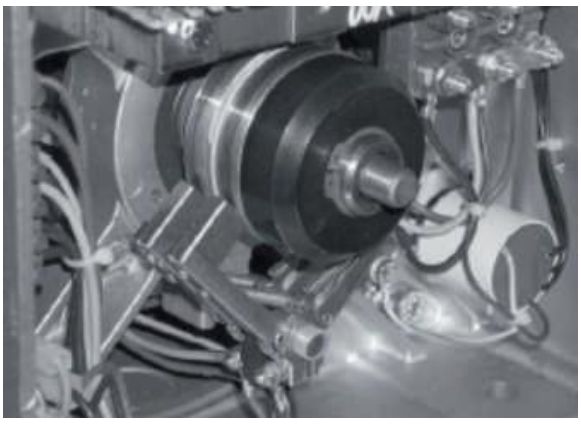

Abb. 7-2: Bürste
- Bei den Generatoren PTO 27 TA und PTO 38 TA (Abb. 7-2(1)) müssen die Bürsten mindestens 10 mm aus dem Bürstenhalter herausragen.
- Beim Generator PTO 18 TA (Abb. 7-2(2)) die Muttern abschrauben und den Bürstenhalter entfernen; die Bürsten müssen mindestens 4 mm herausragen.